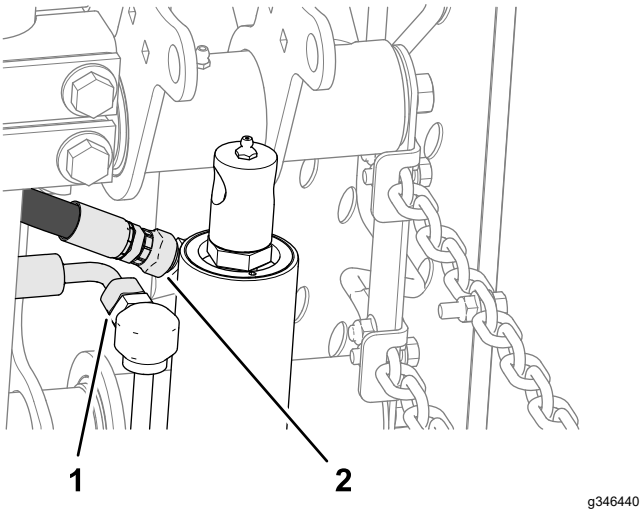

Rysunek 14
2. Na siłowniku podnoszącym poluzuj prostą złączkę obrotową przewodu powrotnego i złączkę obrotową 90° przewodu podnoszenia (Rysunek 14).